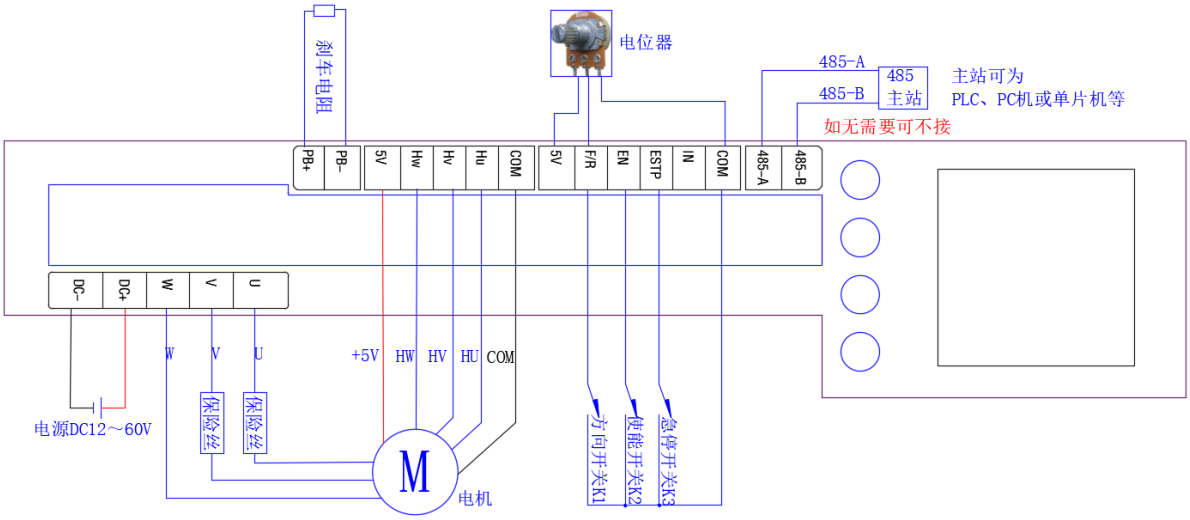
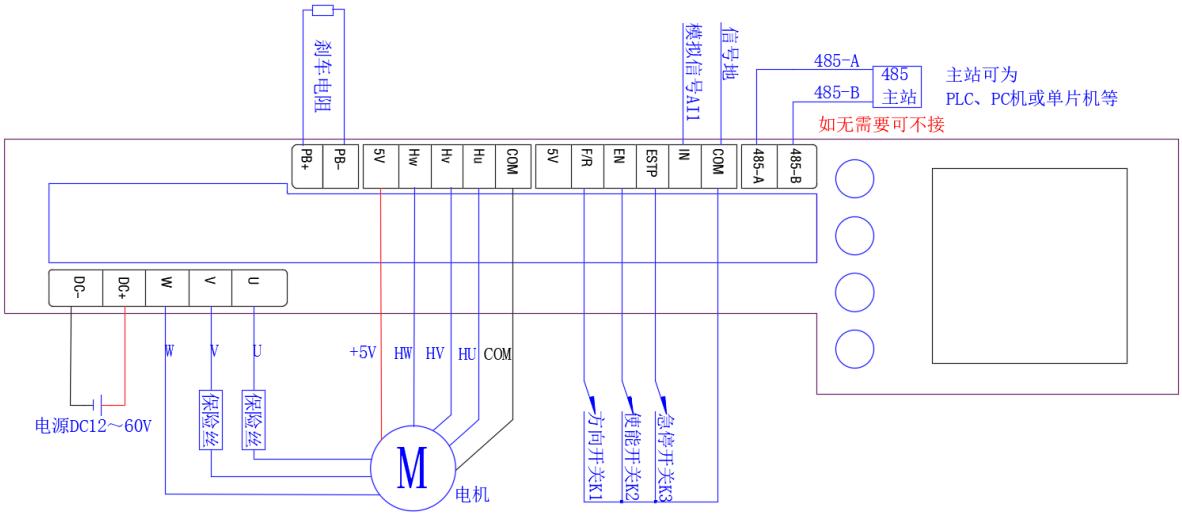

图 6.7 有感外部电位器闭环控制接线图
图 6.8 有感外部模拟量闭环控制接线图
断开驱动器电源，接线如图 6.7 或图 6.8 所示。
- 外部电位器：电位器 VR 两不动端接 5V 和 COM，动端接 IN，用于调速。当电位器动端由 COM 滑向 5V 过程中，电机转速由零到最高转速。接线如图 6.7。
- 外部模拟量输入：IN 接模拟信号 AI1，用于电机调速。COM 接信号地。当 AI1 由 0 到最大值过程中，电机转速由零到最高转速。接线如图 6.8。